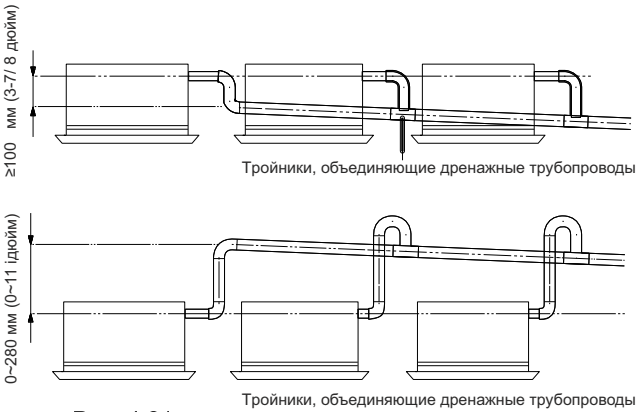

Рис. 4.21
(3). При объединении нескольких дренажных трубопроводов ориентируйтесь на Рисунок 4.21. Подбирайте основной дренажный трубопровод таким образом, чтобы его диаметр соответствовал бы суммарной производительности всех внутренних блоков (ориентируйтесь на блоки кассетного типа).